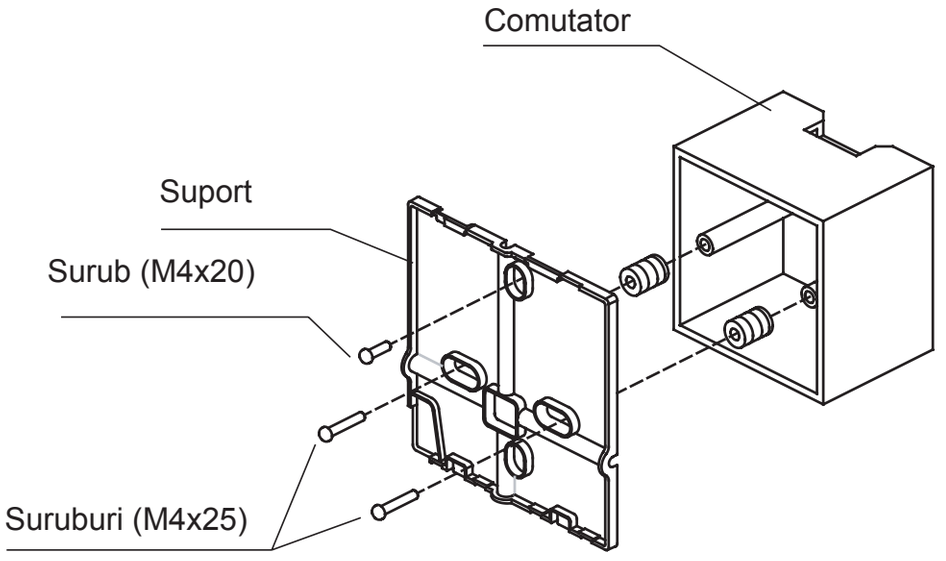

Fig 3-6
- Pentru montarea pe comutator, fixati suportul telecomenzii pe comutator cu 2 suruburi (M4x25) si fixati comutatorul pe perete cu un surub (M4x20). (Fig.3-6)